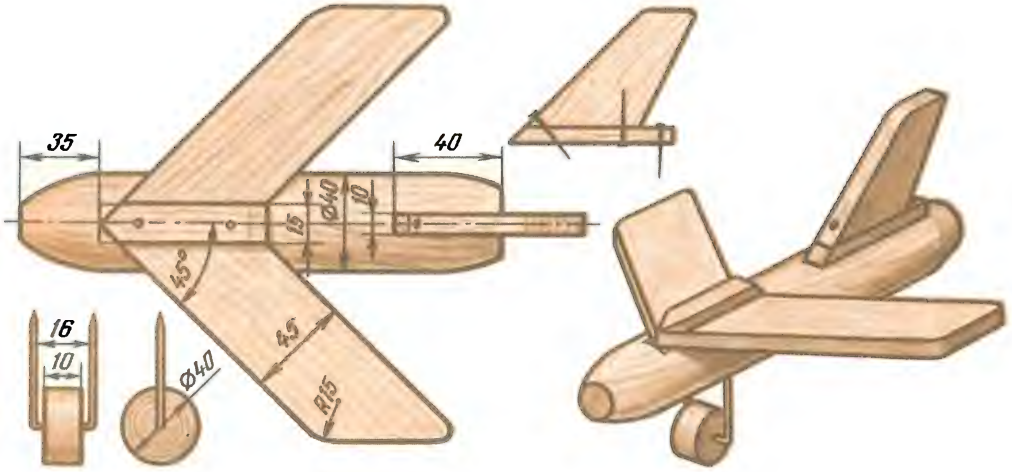

Рисунок 102. Самолёт.
4. Изготовьте самолёт (рисунок 102), самостоятельно планируя работу.